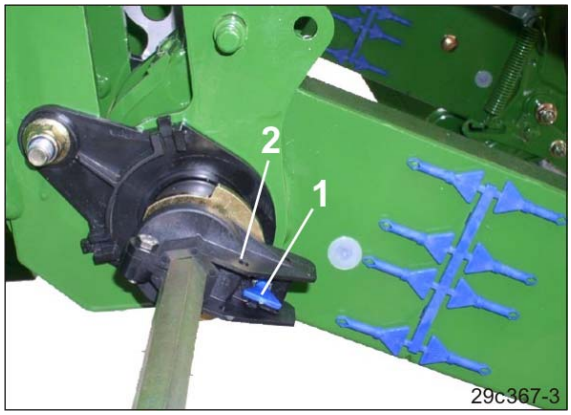

Fig. 80
1. Scherstift (Fig. 80/1) mit einer Zange aus der Kupplung herausziehen.
2. Den Scherstift bei Nichtgebrauch in die Bohrung (Fig. 80/2) im Kupplungsflansch stecken.